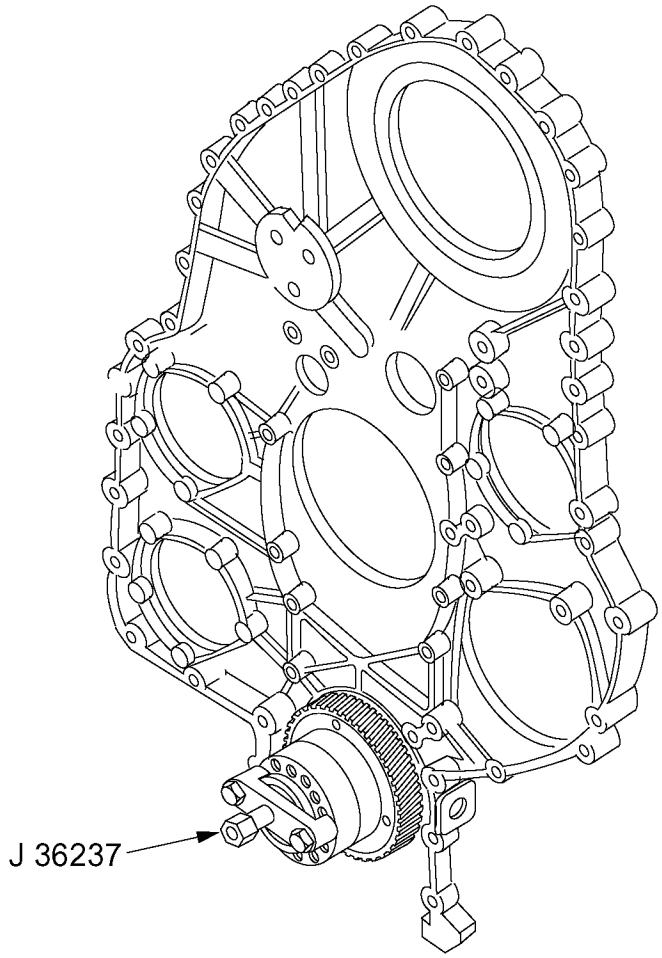

Figure 1-423 Barring Engine Over
5. Secure J 36237, to the front of the crankshaft. See Figure 1-423.